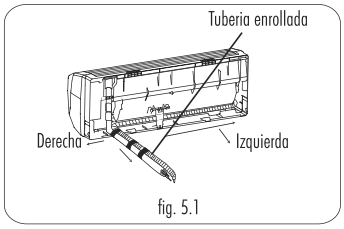

fig. 5.1
1. Coloque la tubería, cable de señal y manguera de drenado listos para ordenarlos (Fig. 5.1).